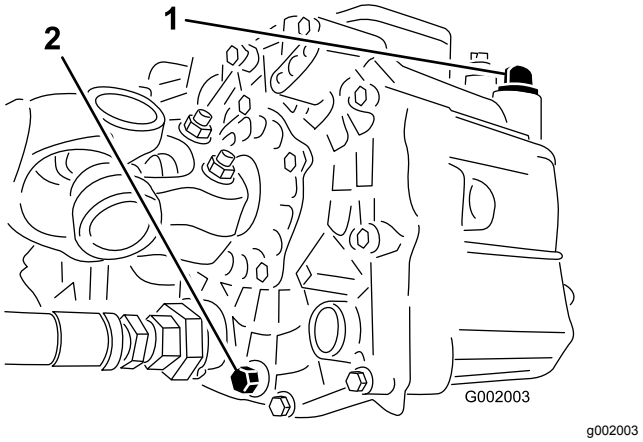

**Figuur 53**
3. Verwijder de aftapplug uit de zijkant van het reservoir en laat de hydraulische vloeistof in de opvangbak lopen (Figuur 53).